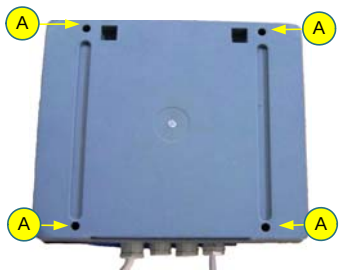
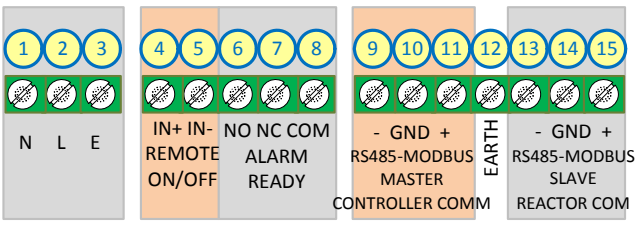

Figure 5-23: Controller's Back
Figure 5-25: Controller Terminal Connectors
Step 2. To connect an **External On/Off** signal, thread the signal cable through one of the holes with plastic glands on the bottom **(5)** and connect the wires to the appropriate connectors as show to the right **(6)** and as shown in **Figure 5-25** as terminals **4** and **5** (corresponding to **6** in **Figure 5-23**).
Step 3. To connect a.n **General Alarm** signal, thread the signal cable through one of the holes with plastic glands on the bottom **(5)** and connect the wires to the appropriate connectors as show to the right **(6)** and as shown in **Figure 5-25** us terminals **6**, **7** and **8** (corresponding to **6** in **Figure 5-23**).
Step 4. To connect to an external facility control via Modbus, thread the signal cable through one of the holes with plastic glands on the bottom **(5)** and connect the wires to the appropriate connectors as show to the right **(7)** and as shown in **Figure 5-25** as terminals **12**, **13**, **14** and **15** (corresponding to **6** in **Figure 5-25**). For more information, see **Appendix A**, ***Modbus Communication Protocol*** . Add jumpers to any unused pins as shown in the diagram below.
- **a** Unfasten the Data cable from the connectors as show to the above **(7)** as terminals **9**, **10** and **11** (**- GND +**) (corresponding to **6** in **Figure 5-23**).
Step 3. Using the appropriate screwdriver, refasten the screws in the Controller **(A** in **Figure 5-23)**.